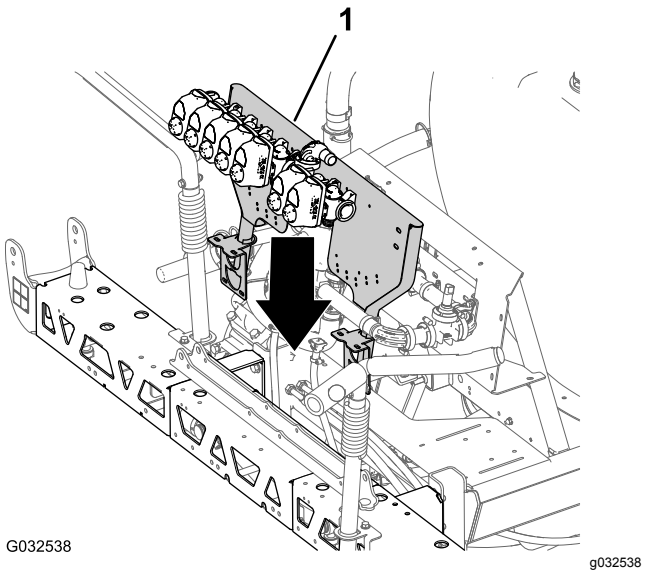

Figur 87
1. Använd lyftutrustning med angiven kapacitet för att lyfta ventilfästet och sprutventilenheten och rikta in den över centersprutrampssektionen (Figur 87).